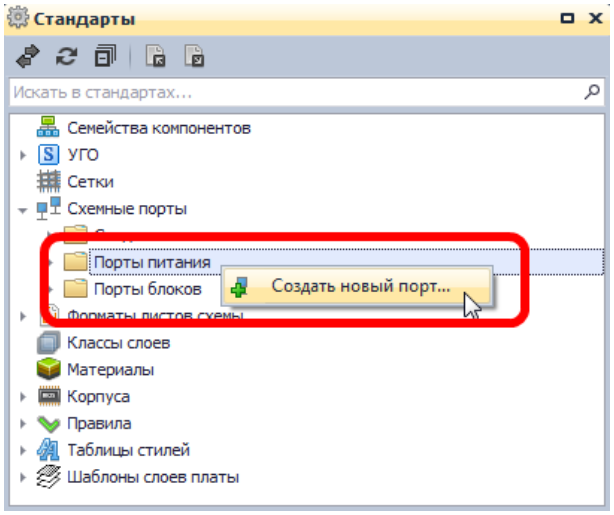

Рис. 77. Создание порта
2. Вызвать контекстное меню и выбрать пункт «Создать новый порт…», см. Рис. 77.